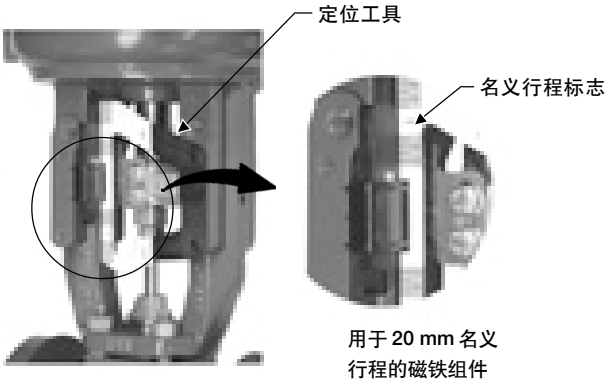

*图 2-9. 用于气关式费希尔 GX 的磁铁组件的调整*
3. 找到与阀门实际行程对应的上端行程刻度。如图 2-9 所示。